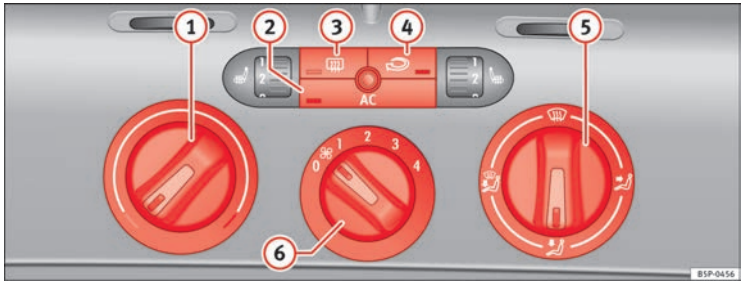

Fig. 128 On the dash panel: Climatic controls
– Use the knobs ⇒ Fig. 128 (1) and (5) and control (6) to set the temperature, air distribution and blower speed.
– To switch a function on or off, press the appropriate button (2), (3) or (4). When the function is activated, the display window in the lower corner of the button is lit.
(1) Temperature selector ⇒ page 160
(2) AC button – Heating, ventilation and air-conditioning system on/off ⇒ page 160
(3) button – Heated rear window The heating will be switched off automatically approximately *20 minutes* after switching on. It can also be switched off beforehand by pushing the button.
(4) Button – Air recirculation mode ⇒ page 161
(5) Air distribution control ⇒ page 160
(6) Blower switch. There are four speed settings for the air flow. The air flow should always be set at the lowest speed when driving slowly.
– Switch on the air conditioner using the button ⇒ Fig. 128 AC.